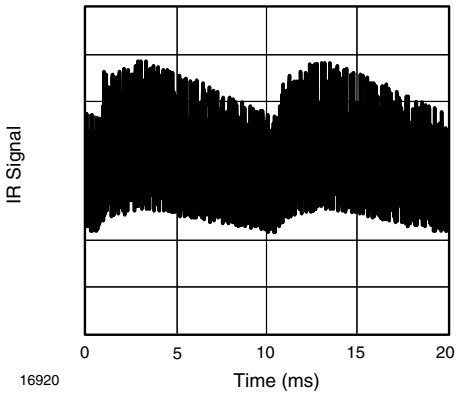
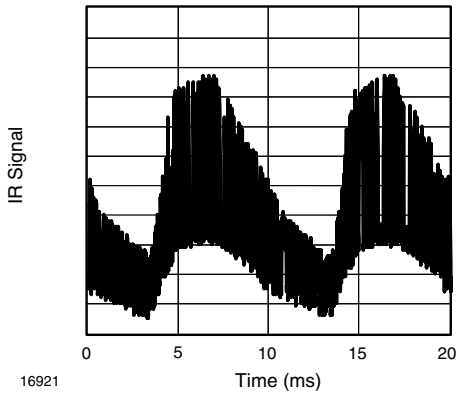

Fig. 13 - IR Disturbance from Fluorescent Lamp with Low Modulation
Fig. 14 - IR Disturbance from Fluorescent Lamp with High Modulation
- Strongly or weakly modulated noise from fluorescent lamps with electronic ballasts (see fig. 13 or fig. 14)